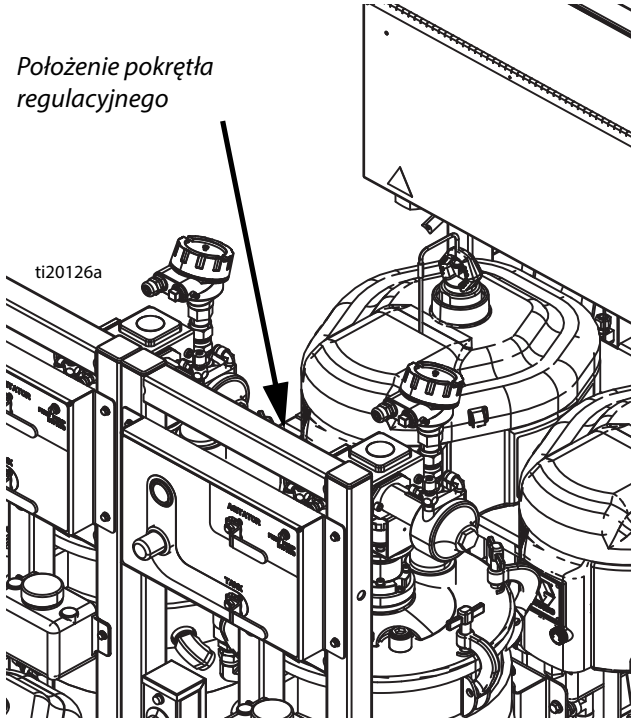

**Rys. 28**
3. Ustawić srebrne pokrętło umieszczone nad elementem **Sterowanie powietrzem — moduł zasilający**. Patrząc na układ sterowania powietrzem modułu podającego, pokrętło widać dokładnie nad nim. Patrz Rys. 28. Ustawić pokrętło w taki sposób, aby pompa zbiornika obsługująca podgrzewany płyn osiągnęła ok. 2-3 cykle na sekundę.